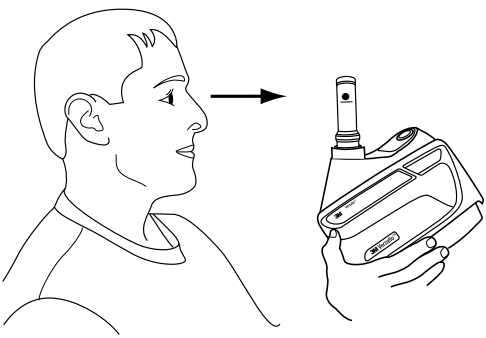

Fig. 14-2 Checando o fluxo de ar
- Com o indicador do fluxo de ar numa posição vertical, assegure-se de que a parte inferior da bola flutuante repousa, acima, ou na marca de vazão mínima para a “letra” representando a sua “Zona” (Fig. 14-2). O indicador de fluxo de ar deve estar na posição vertical para uma leitura precisa.